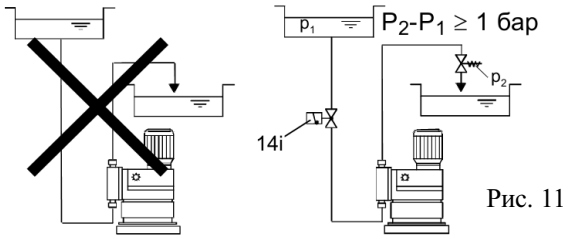

Рис. 11
• Чтобы избежать сифонного эффекта, установите подпружиненный клапан (7i) в нагнетательную линию и, в случае необходимости, электромагнитный клапан (14i) во всасывающую линию (Рис. 11).